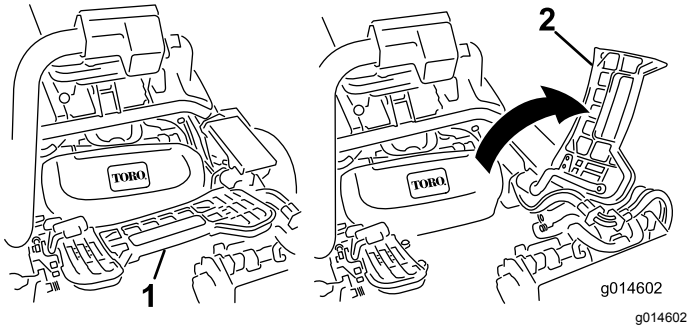

Figur 35
2. Løft opp fothvileren og drei den åpen, slik at man kan komme til midtstillingen til klippeenheten (Figur 35).